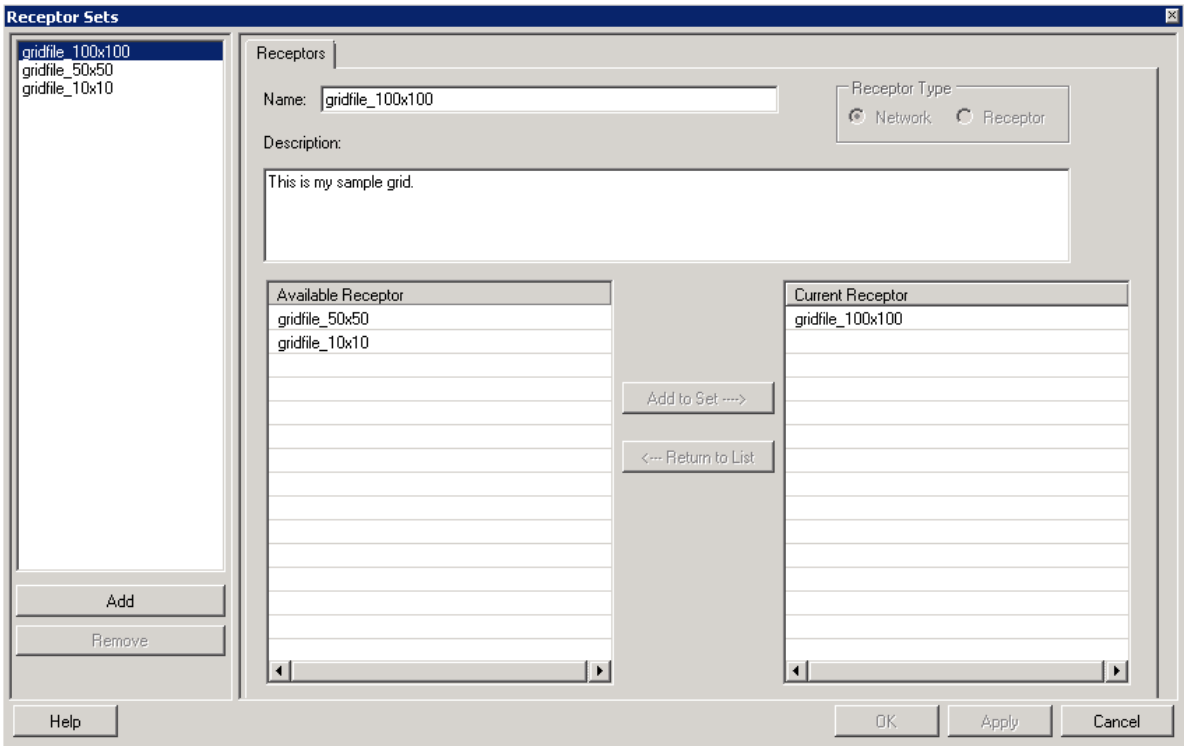

Figure 5-24 Receptor Sets Dialog Box
1. From the menu bar select *Setup*, *Receptor Sets* to open the *Receptor Sets* dialog box (Figure 5-24).